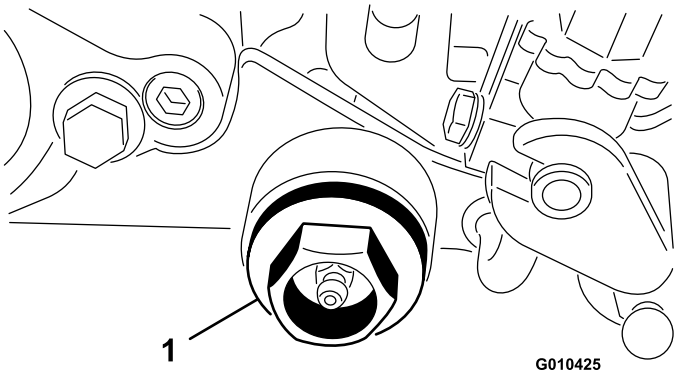

Рисунок 11
14. Наверните заглушку на корпус механической щетки (Рисунок 11).